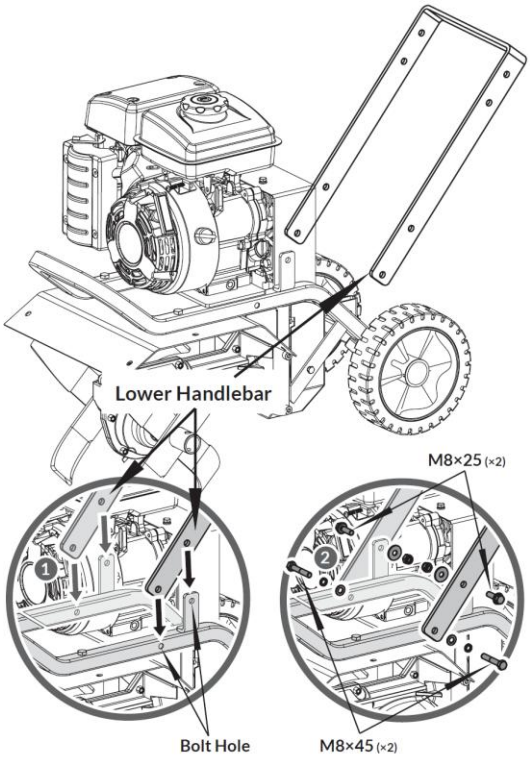

Figure 6
2. Secure the Lower Handlebar (use lower holes) to the Support Bracket with M8×45 Hex Bolts, M8 Spring Washers, and M8 Flat Washers using a 13mm Wrench (***Figure 6***).